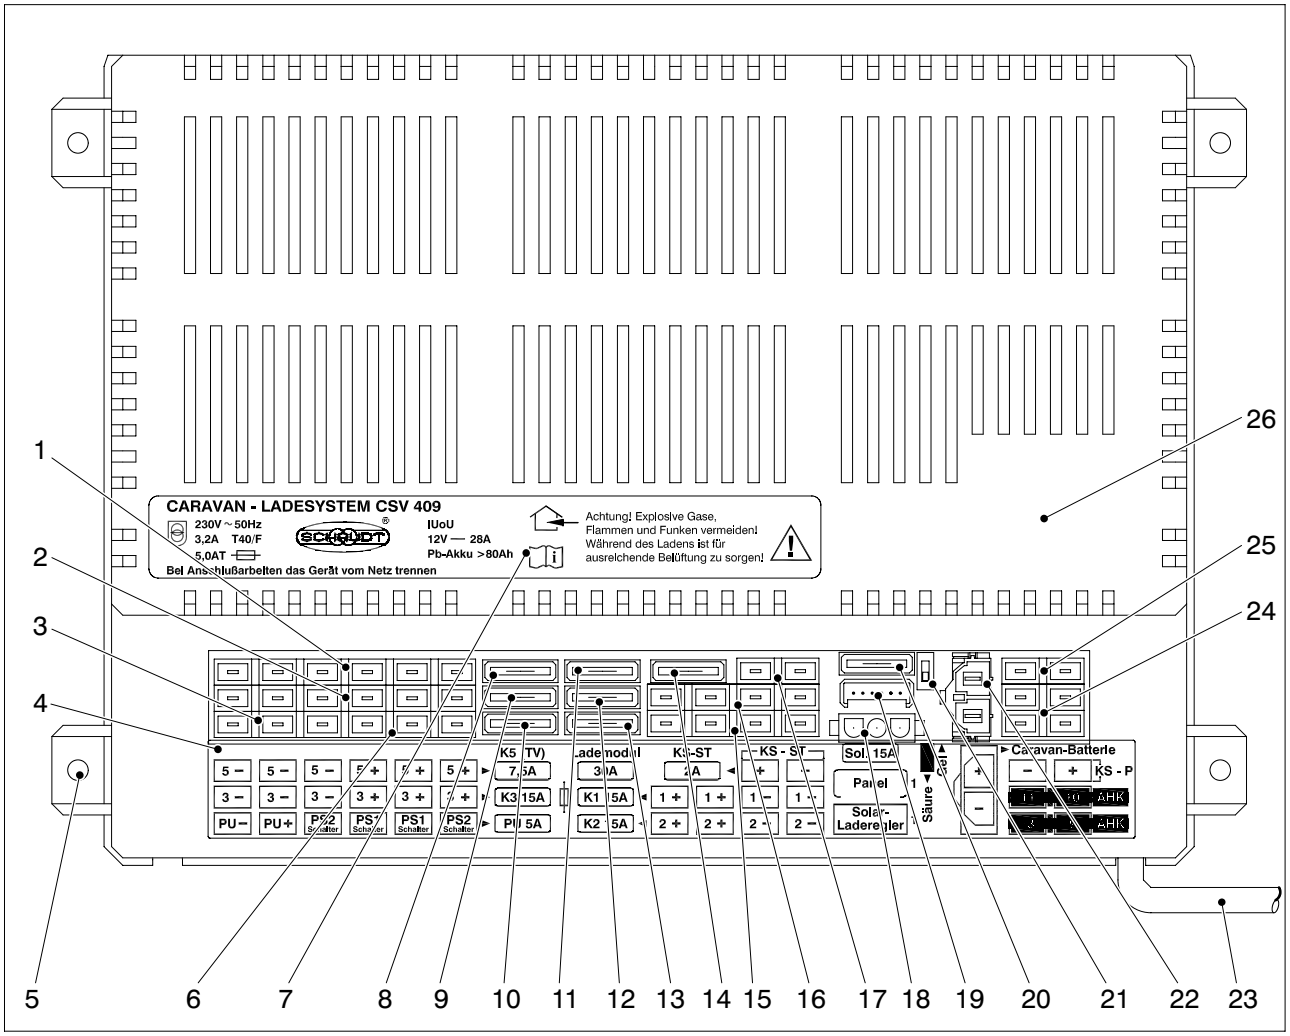

Fig. 2 CSV 409 caravan charging system viewed from front
- You must ensure that the battery selector switch (Fig. 2, Pos. 21) is set to the correct position for the type of battery being used.
➤ Move the battery selector switch (Fig. 2, Pos. 21) into the relevant position using a thin object (e. g. ball-point pen):